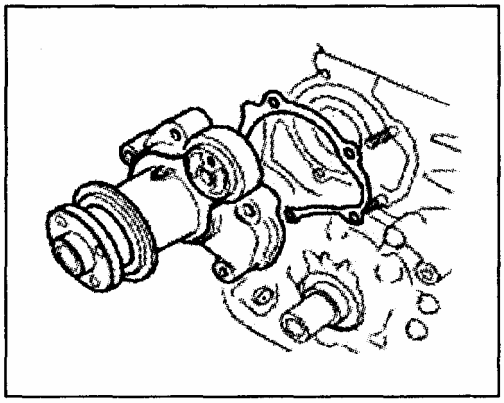

Рис. 288
5) Снимите 4 болта крепления, затем снимите водяной насос в сборе (Рис. 288).